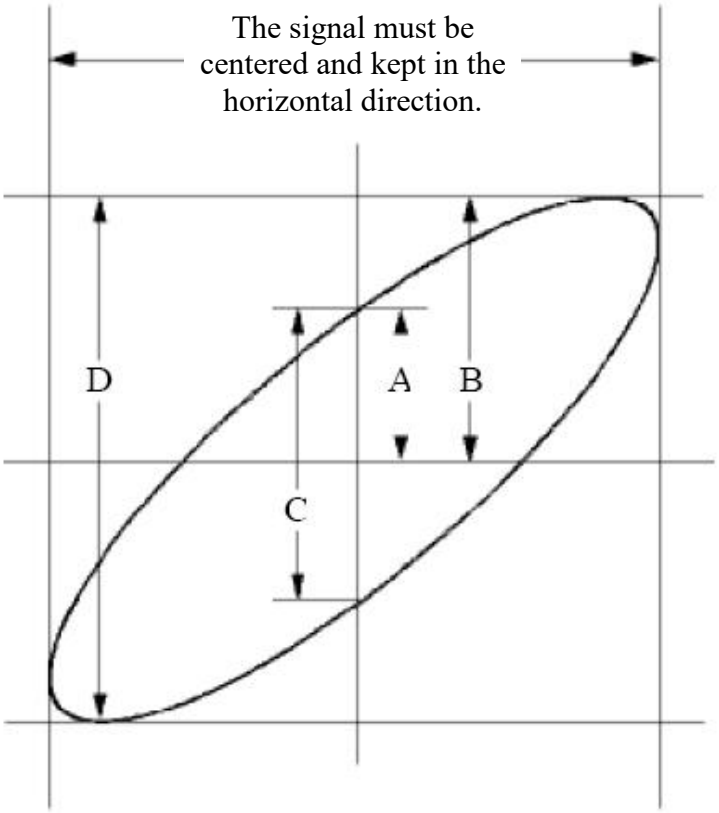

Figure 6- 6 Lissajous Graph
(1) Set the probe menu attenuation coefficient for **10X** and that of the switch in the probe for **10X** (see "*How to Set the Probe Attenuation Coefficient*" on P11).
(2) Connect the probe of channel 1 to the input of the network and that of Channel 2 to the output of the network.
(3) Push the **Autoset** button, with the oscilloscope turning on the signals of the two channels and displaying them in the screen.
(4) Turn the **Vertical Scale** knob, making the amplitudes of two signals equal in the rough.
(5) Push the **Acquire** button to display the right menu.
(6) In the right menu, select **XY Mode** as **ON**. The oscilloscope will display the input and terminal characteristics of the network in the Lissajous graph form.
(7) Turn the **Vertical Scale** and **Vertical Position** knobs, optimizing the waveform.
(8) With the elliptical oscillogram method adopted, observe and calculate the phase difference (see *Figure 6- 6*).